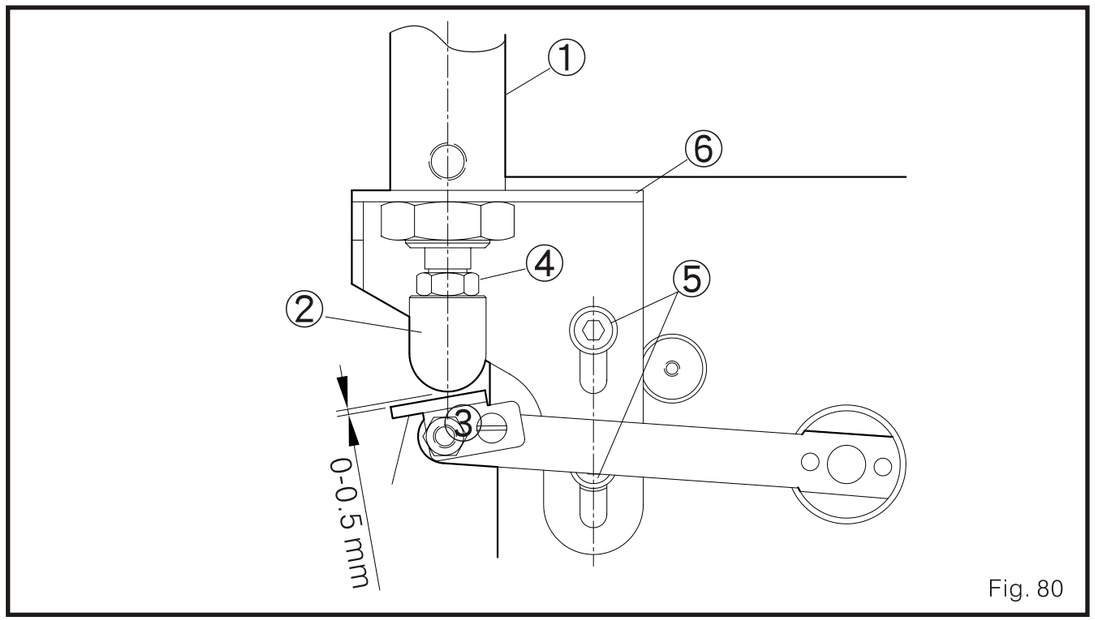

Fig. 80
1. cuando el eje principal 1 del cilindro este en el punto alto, el bloque de presión 2 esta 0-0.5 mm del placa fija 3. (Fig. 80)